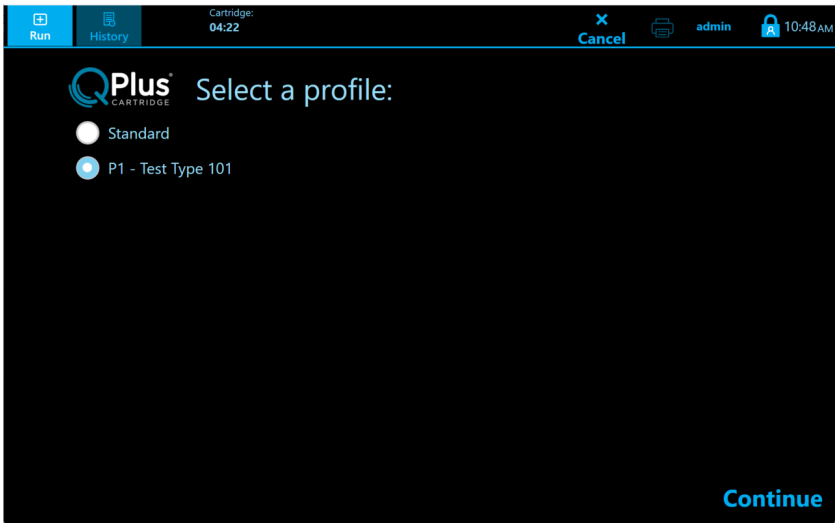
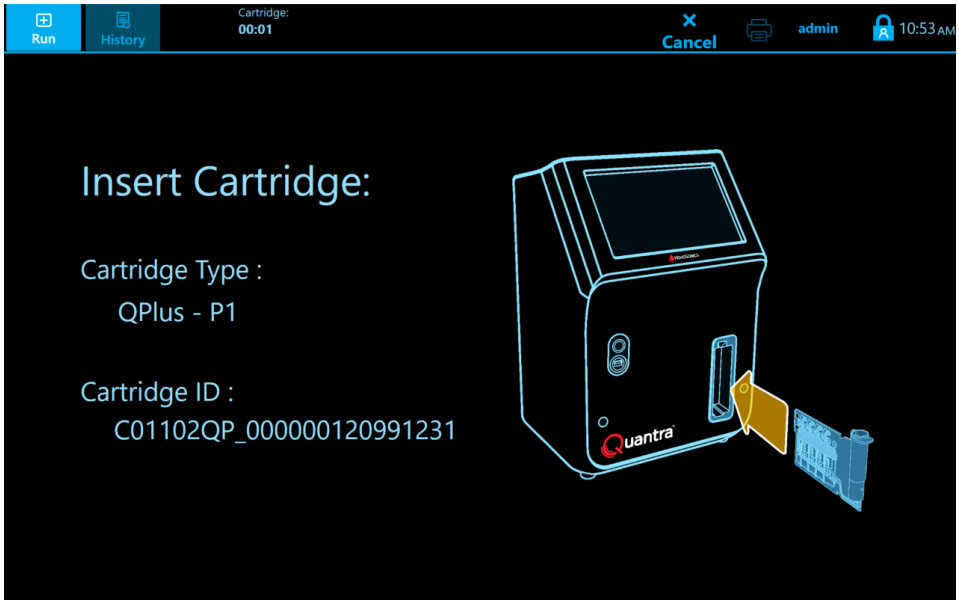

Figure 12 Select Profile Screen
Figure 13. Insert Cartridge Screen
2. Select and confirm a Profile from the list of enabled site-specific profiles on which the test will run. (Figure 12).
IMPORTANT: The Profile Selection screen (Figure 12) displays all enabled profiles for the selected cartridge type (QPlus or QStat). If more than one profile is enabled, you will be asked to select from the list. If only one profile is enabled, the system will not prompt you to choose a profile. In this case, the analyzer will automatically apply the range values from the enabled profile(Standard or Site Specific), skip the Profile Selection screen, and proceed directly to the screen shown in Figure 13.
5. When prompted, insert the cartridge into the instrument. Hold the cartridge on the end with the evacuated sample tube attachment. Insert the cartridge until resistance is felt, then gently push the cartridge until it clicks into place (Figure 13). The analyzer will position the cartridge slightly to the right and the shutter will close. The cartridge is now ready for the sample to be attached.